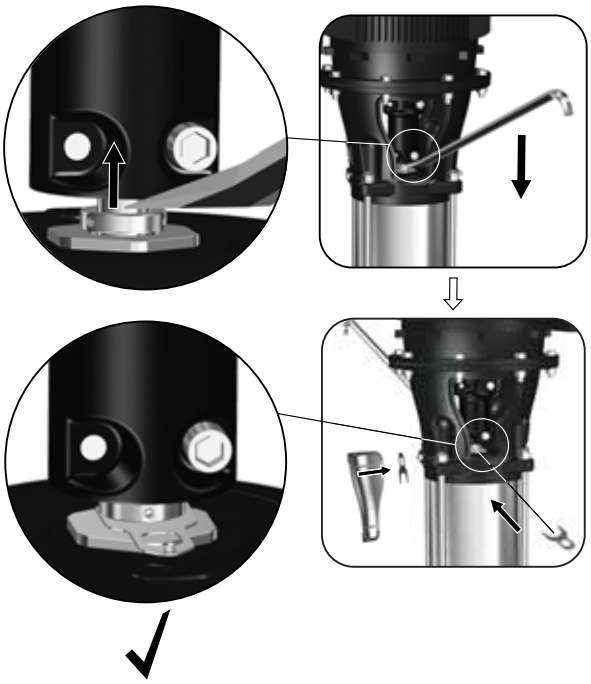

Fig. 6 Lifting pump shaft and fitting adjusting fork.
21. Tighten the three set screws (113) of the upper shaft seal to the specified torque. See section *4.1 Torques*.
22. Lift the pump shaft with a crowbar and insert the adjusting fork F. See fig. 6.